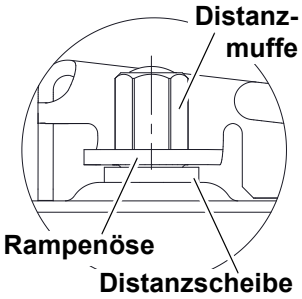

Abb. 15 Installierte Rampe in Seitenansicht
2. **Distanzscheiben auf Flachrundschrauben stecken (siehe** Abb. 15, S. 23**).**
10. **Rampenösen auf Flachrundschrauben stecken (siehe Abb. 15, S. 23).**